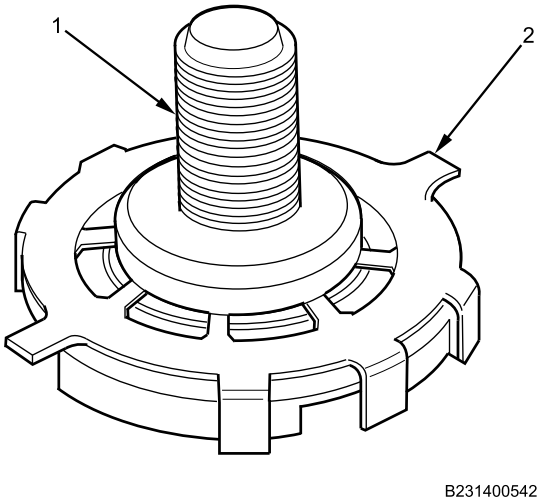

Figure 7. Pitman Arm Retainer.
4. Apply antisieze compound to retainer threads (Figure 7, Item 1) and both sides of retainer washer (Figure 7, Item 2). Install retainer by hand.